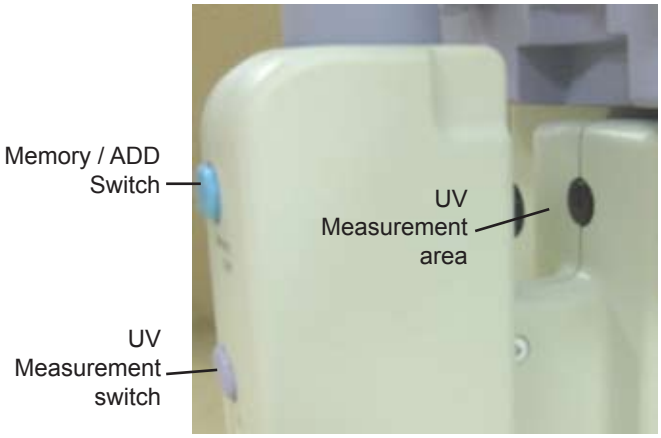

Figure OP-21 UV Measurement Area
1. On the front of the AL700, press the UV Measurement switch. Refer to Figure OP-21.